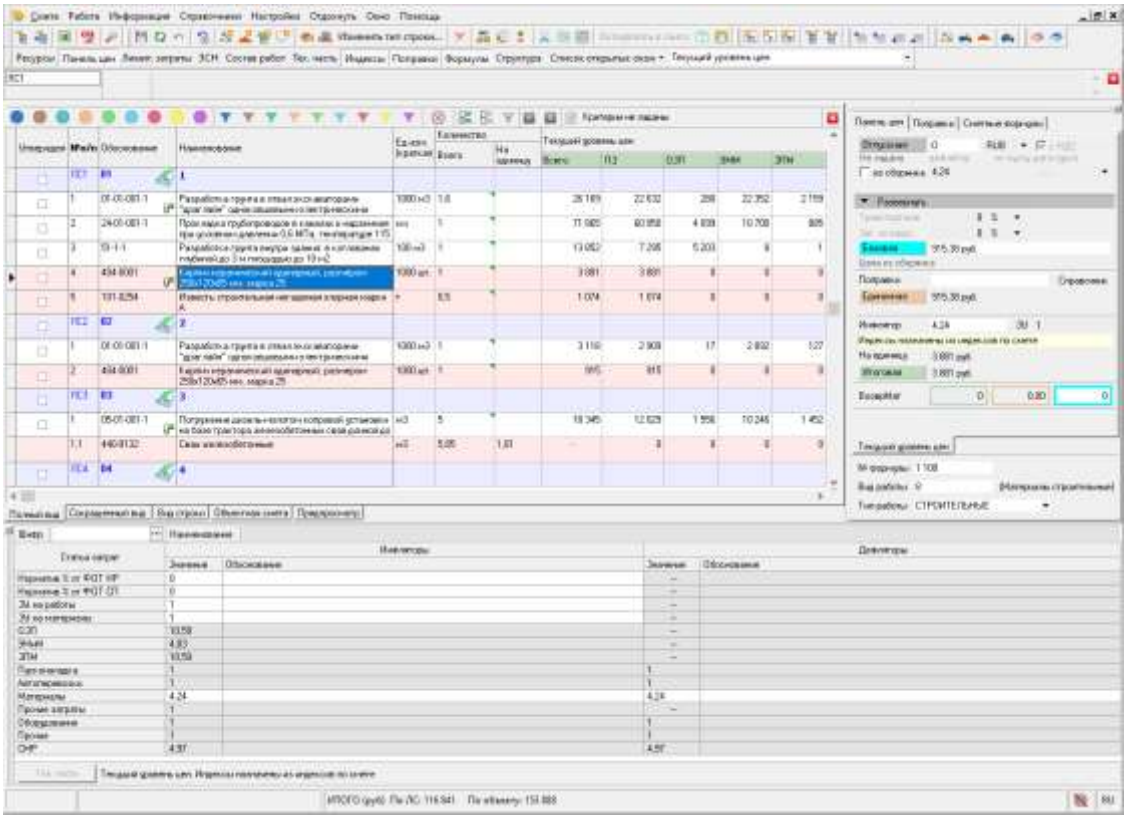

Рис. 10. Строительный материал из 404 сборника в локальной смете “1”. Индексы назначены.
- **Для материалов** – только при добавлении в локальную смету “1” - автоматически, при условии, что материалы из 404 сборника и относятся к строительным или прочим работам. На все остальные материалы индексы назначаться не будут (см. рис. 10 - 12);